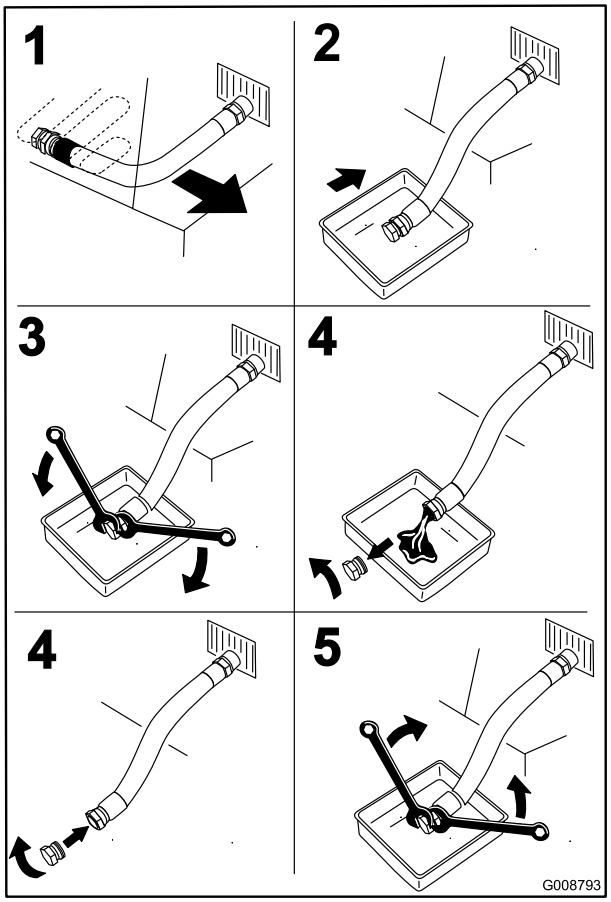

**Figure 46**
4. Stop the engine, remove the key, and wait for all moving parts to stop before leaving the operating position (Figure 46).